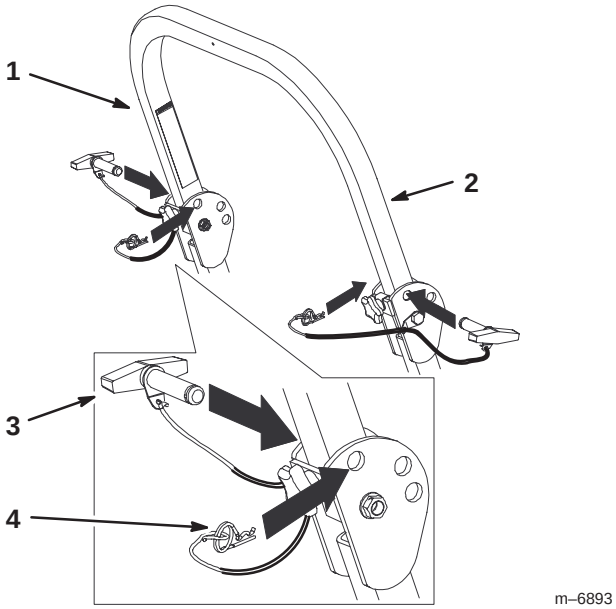

Figure 3
2. Remove the hairpin cotter pins and remove the two pins (Fig. 3).
4. Install the two pins and secure them with the hairpin cotter pins (Fig. 3).
5. To raise the roll bar, remove the hairpin cotter pins and remove the two pins (Fig. 3).
6. Raise the roll bar to the upright position and install the two pins and secure them with the hairpin cotter pins (Fig. 3).
7. Tighten the front handles against the center roll bar ends (Fig. 3).